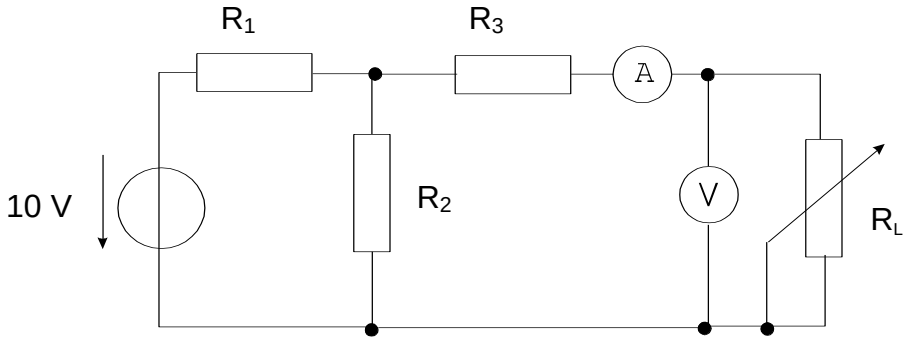

Bild 3
- Bauen Sie die Schaltung gemäß Bild 3 auf.